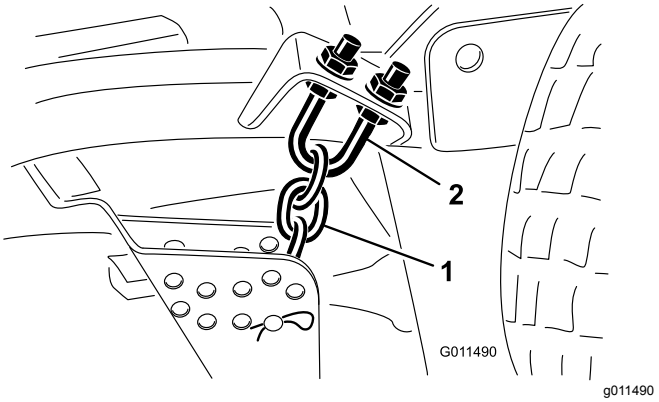

Figur 84
1. Løsn kontramøtrikkerne oven på eller under klippehøjdekædens bøjleskrue (Figur 84).